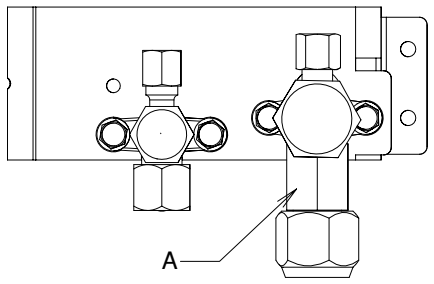

**Fig. 7-7**
- When removing or tightening the wide tube flare nut, use 2 monkey wrenches together: one at the wide tube flare nut, and one at part A. (Fig. 7-7)